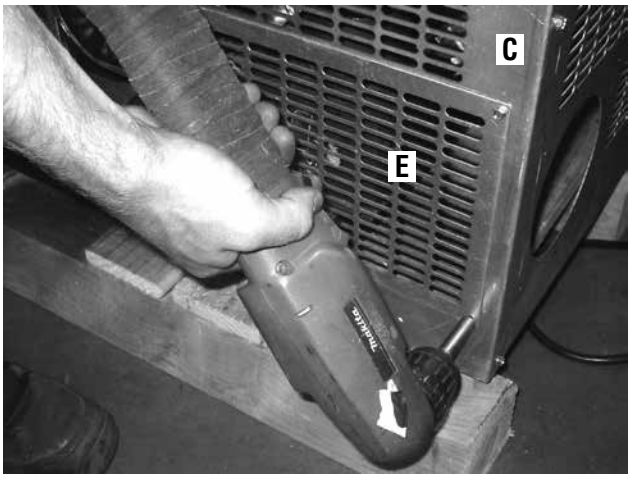

Figure 62
9. Installation de la trappe d'accès : À l'aide de 4 vis à tôle fournies, visser la trappe d'accès (***figure 62***, repère E) sur la plaque latérale droite (C) comme illustré à la ***figure 62***.